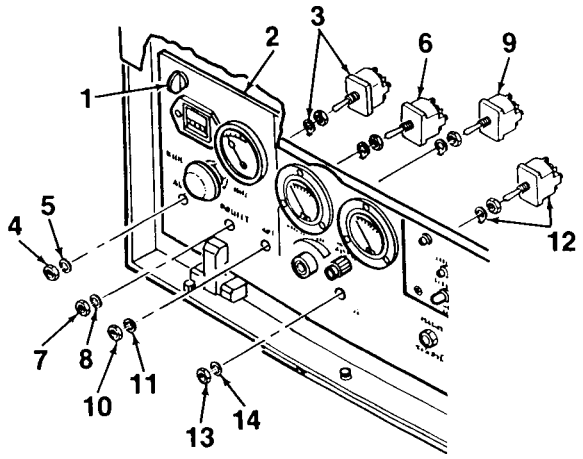

Figure 4-10. Operator Switches (Sheet 1 of 2)
1. Turn quarter-turn fasteners (1, Figure 4-10) to unlock and open control panel (2).
3. Remove AUX FUEL switch (3) from control panel (2) by removing attaching nut (4) and lockwasher (5).
4. Remove PREHEAT switch (6) from control panel (2) by removing attaching nut (7) and lockwasher (8).
5. Remove START / RUN / STOP switch (9) from control panel (2) by removing attaching nut (10) and lockwasher (11).
6. Remove CIRCUIT INTERRUPTER switch (12) from control panel (2) by removing attaching nut (13) and lockwasher (14).